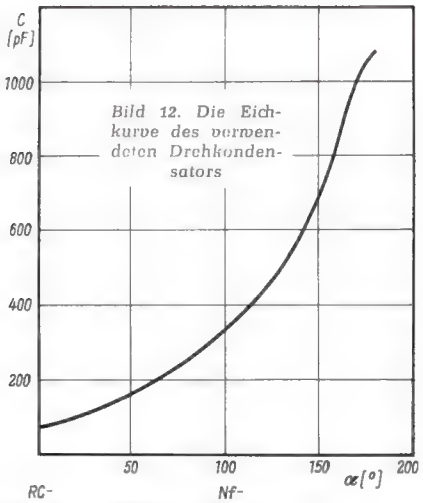

Bild 12. Die Eichkurve des verwendeten Drehkondensators
Wenn ein guter Vergleichs-Tongenerator zur Verfügung steht, ist die Methode des Frequenzvergleichs anzuwenden. Einfacher läßt sich die Eichung erledigen, wenn ein Frequenzzeiger zur Verfügung steht. Beim RC-Generator besteht jedoch auch die interessante Möglichkeit einer Absoluteichung. Zu diesem Zweck muß man den Kapazitätsverlauf des Drehkondensators in Abhängigkeit vom Drehwinkel kennen. Der Drehkondensator wird vom Verstärker abgeschaltet und mit einer kapazitätsarmen Zuleitung an eine Meßbrücke angeschlossen. Er soll dabei seine spätere Lage im Gehäuse haben, damit alle Streukapazitäten wie im Betriebszustand vorhanden sind; auch C 3 bleibt angeschaltet. Die Skala erhält eine Teilung von 0...180°. Dann wird zum Beispiel alle 10° die Kapazität gemessen und, um die Zuleitungskapazität verringert, auf Millimeterpapier aufgetragen. Es entsteht eine Kurve wie in *Bild 12*. Aus Gleichung (3) errechnet man sich die Kapazitäten für die gesuchten Skalenpunkte 250 Hz, 300 Hz, 350 Hz usw. Aus der Kurve kann man dann die zugehörigen Winkel ablesen. Diese Eichung ist wegen der hohen Genauigkeit der Brückenmessung genauer als der Phasengang des Verstärkers.